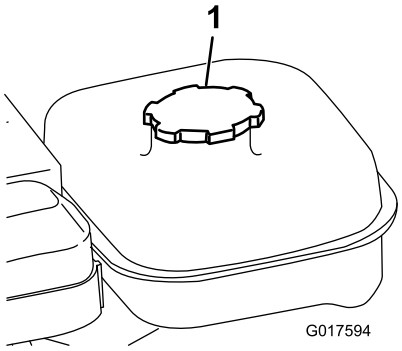

Figur 16
1. Rengør området omkring brændstoftankens dæksel, og fjern dækslet fra tanken (Figur 16).